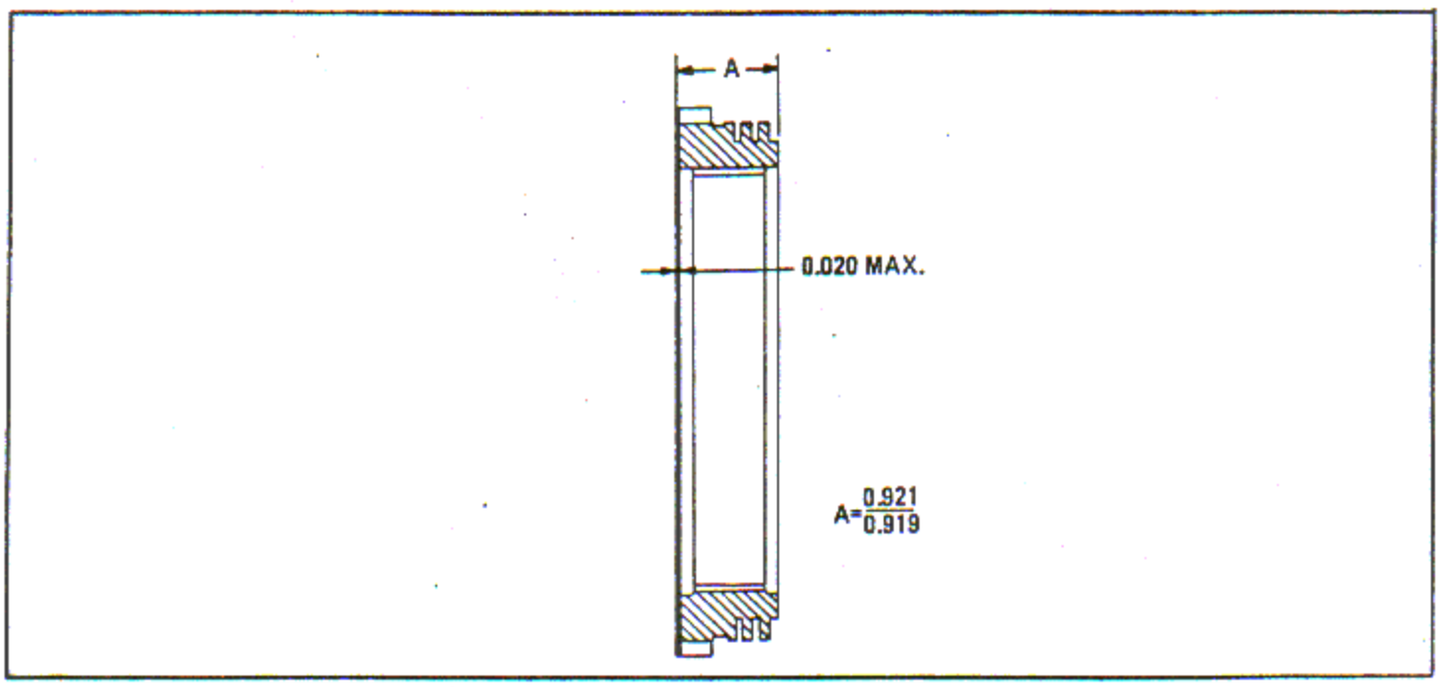

Figure 6-245. Propeller Shaft Thrust Bearing Nut
a. The engine parts shown in figures 6-245 through 6-263 and 6-270 may be reconditioned by grinding and chrome plating the indicated surfaces. The heavy lines indicate the surfaces to which chrome plating may be applied. The maximum finished thickness of chromium is 0.005 inch unless otherwise specified.